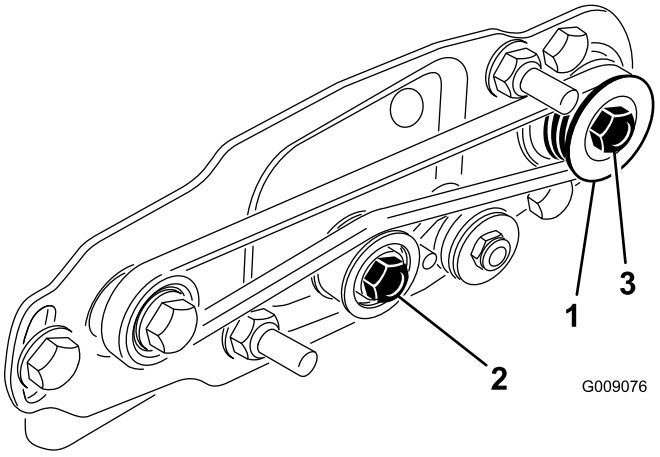
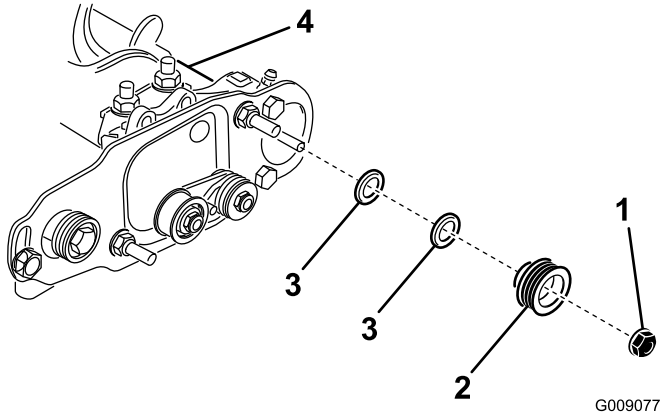

Figur 23
Figur 24
1. Den drivna skivan (vid rullborstaxeln) kan röra sig inåt eller utåt (Figur 23).
2. Rotera cylindern, som i sin tur kommer att rotera drivskivan, och bänd samtidigt bort remmen från drivskivan (Figur 23).
3. Ta bort låsmuttern som fäster den drivna skivan vid borstaxeln (Figur 23 eller Figur 24).
4. Ta bort den drivna skivan från axeln (Figur 24).
5. Om remskivan behöver röra sig utåt lägger du på en 0,8 mm tjock distansbricka (Figur 24). Om remskivan behöver röra sig inåt tar du bort den befintliga 0,8 mm tjocka distansbrickan.